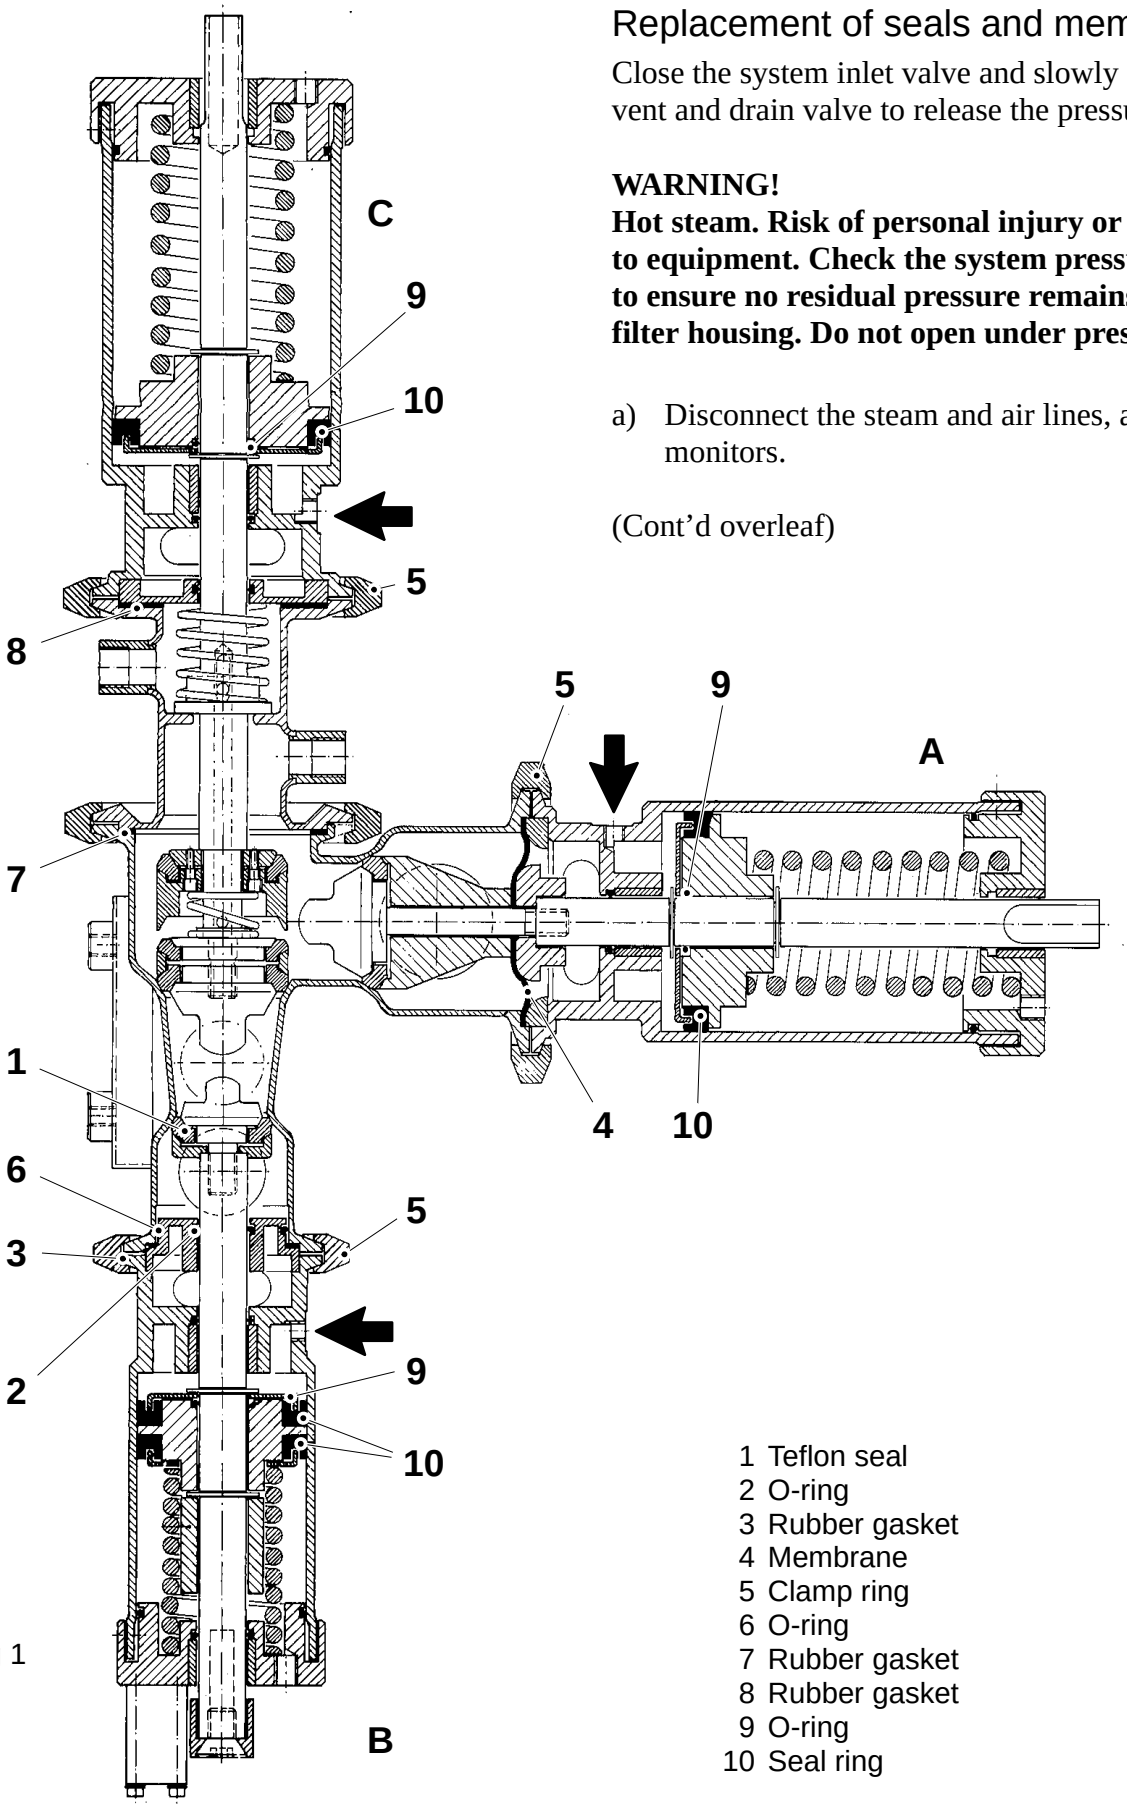

Fig 1
c) Loosen the inner clamp ring (5), see fig. 1, and remove the valve.
d) **Product valve (A)**